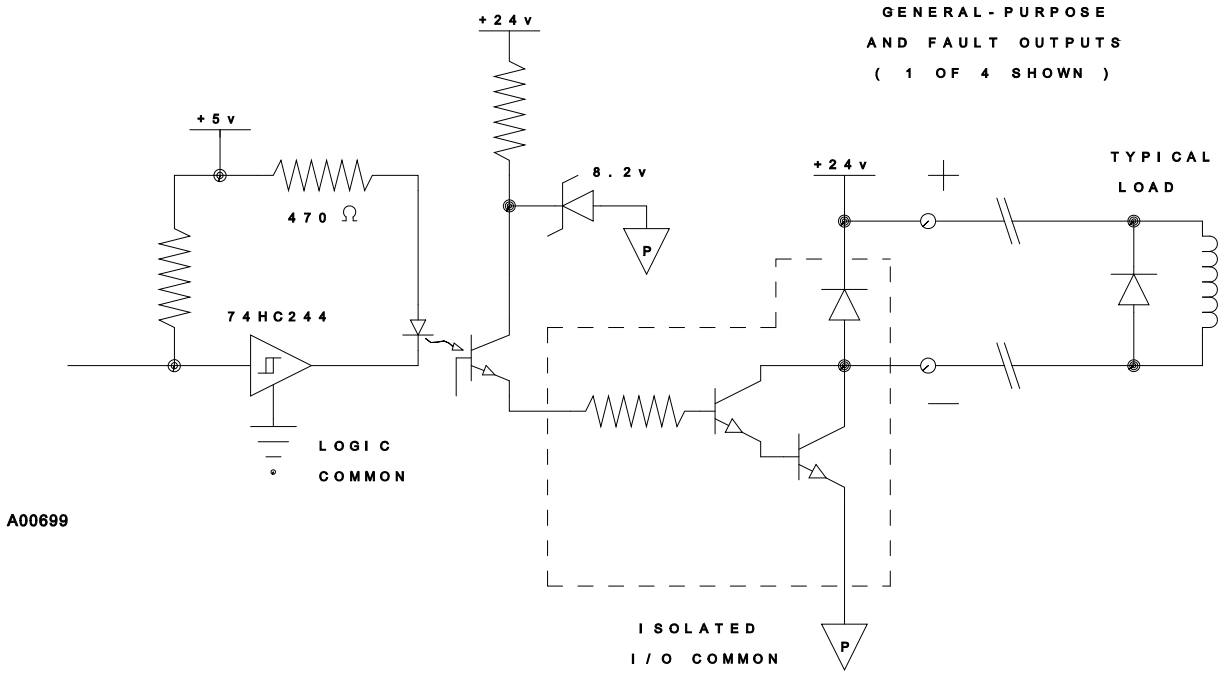

Figure B-2. General Purpose Fault Output
1. (3) programmable and (1) non-programmable failure digital open collector outputs (Figure B-2).